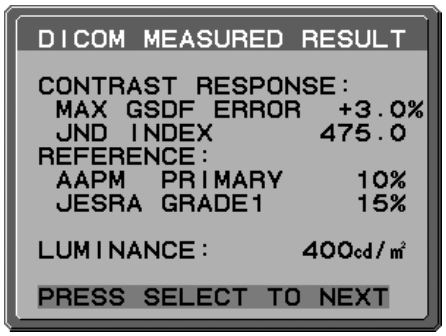

**Рисунок D.2**
4. Появится сообщение DICOM MEASURED RESULT (РЕЗУЛЬТАТ ИЗМЕРЕНИЯ DICOM) **(Рисунок D.2)**. С помощью клавиш можно параметры DATE (ДАТА) и TIME (ВРЕМЯ). Затем нажмите кнопку SELECT (ВЫБОР).